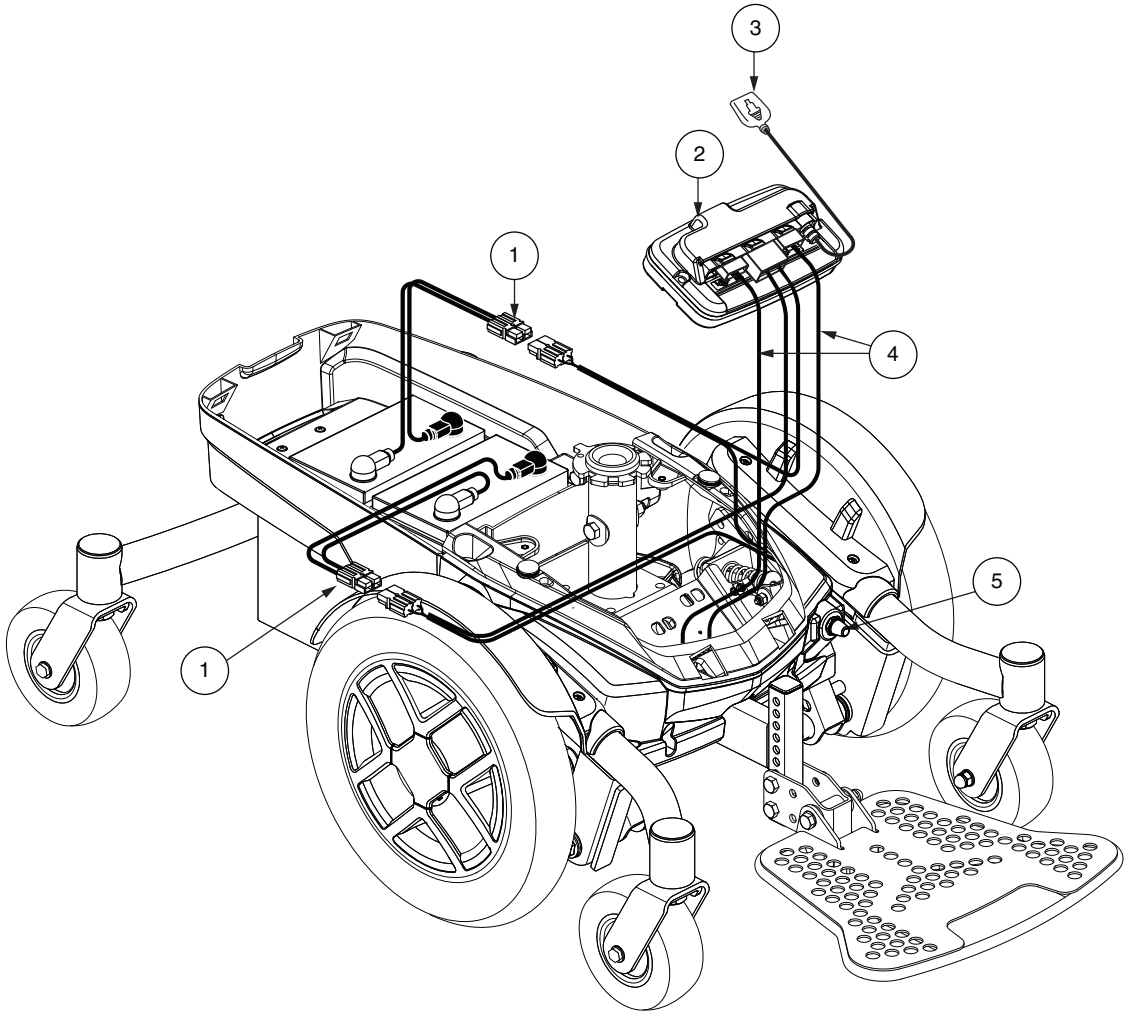

Figure 3. Jazzy EVO 613 with SLA Batteries Electrical Components
The electrical components are located either on or inside the power base. The main circuit breaker is located on the front of the power base. The power module is located under the front cover. **See figures 3 and 4.**
4. Plug the controller harness into the connector on the power base. **See figure 3 or 4.**